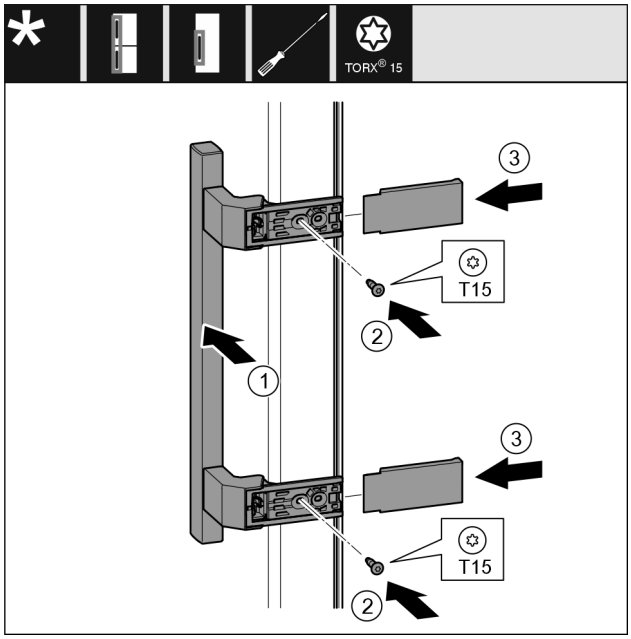

Fig. 20
▶ Namestite ročaj *Fig. 20 (1)* na nasprotno stran.
▶ Zategnite vijake *Fig. 20 (2)* z izvijačem.
▶ Pristavite pokrove *Fig. 20 (3)* na strani in jih potisnite gor.